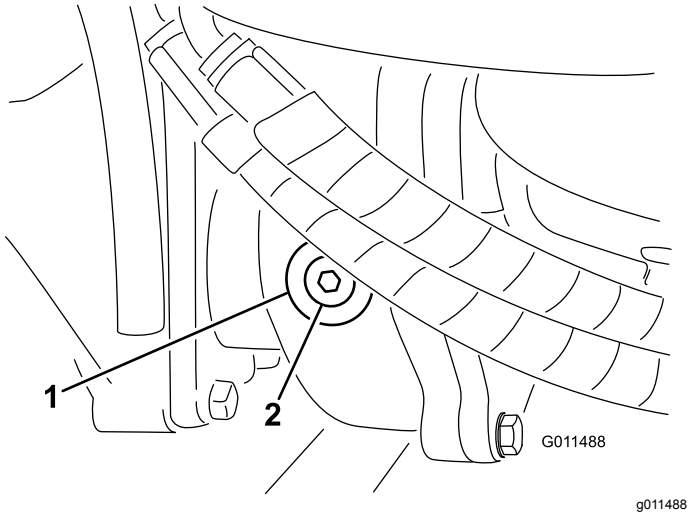

Figur 16
2. Ta bort kontroll-/påfyllningspluggen på växellådans vänstra sida och kontrollera att oljan når upp till botten av hålet (Figur 16).